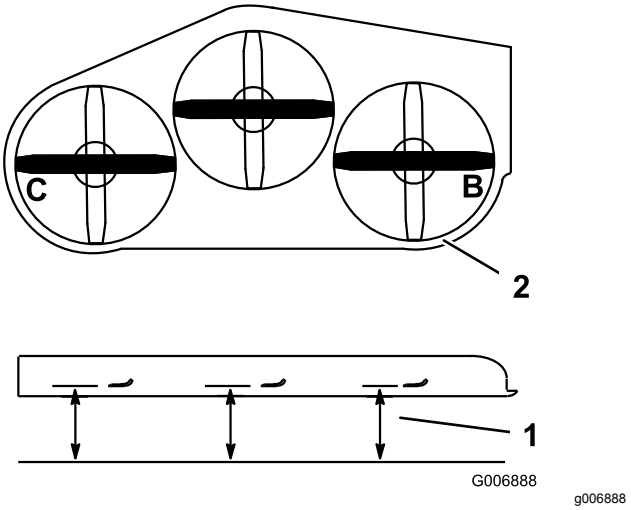

Bild 83
1. Stellen Sie das **rechte** Schnittmesser seitlich (Bild 83).
2. Messen Sie das rechte Messer an der Stelle **B** von einer ebenen Oberfläche bis zur Schnittkante der Messer (Bild 83).
4. Stellen Sie das linke Schnittmesser seitlich (Bild 83).
5. Messen Sie das linke Messer an der Stelle **C** (Bild 83) von einer ebenen Oberfläche bis zur Schnittkante der Messer.